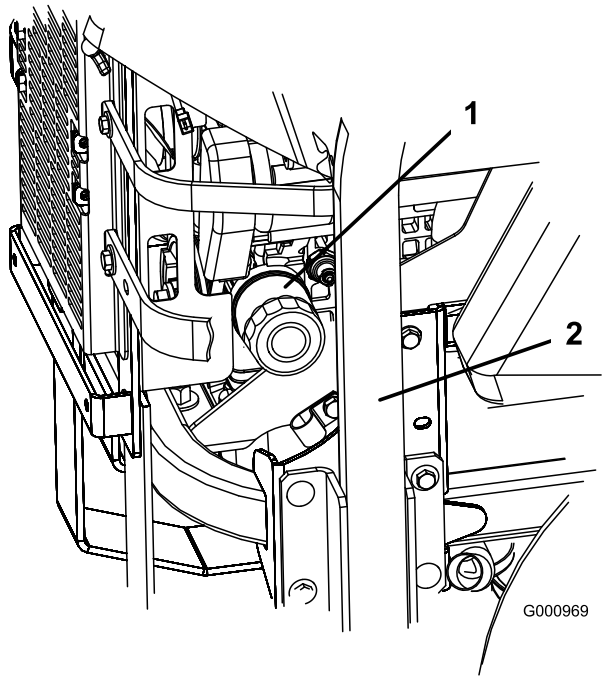
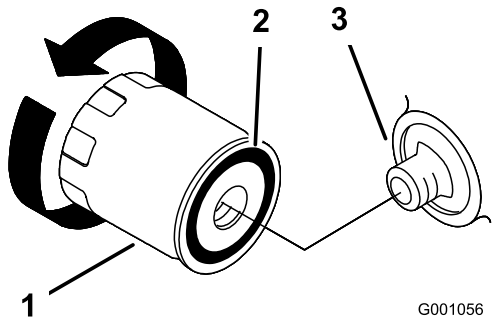

Figur 52
Figur 53
2. Drej filteret mod uret for at afmontere det (Figur 52 og Figur 53).